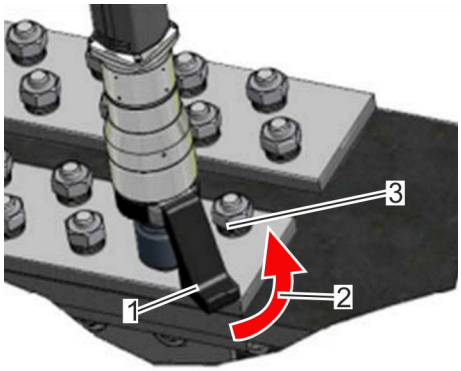

Fig. 27: Starting rotation angle
5. Ensure that the reaction arm (Fig. 27/1) is braced against a bracing surface (Fig. 27/3) on its side facing the nutrunner's desired direction of rotation. Ensure that there is full contact. Note the starting angle of rotation (Fig. 27/2).